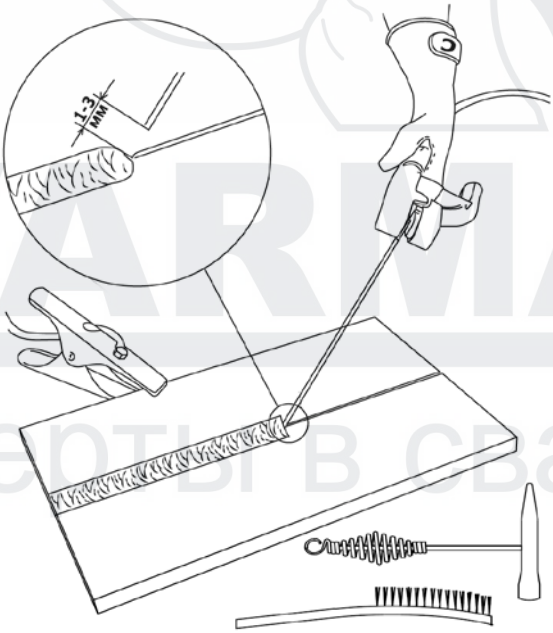

Рис. 10.2. Перед началом работы.
4. Начинайте сварочный процесс (См. рис. 10.2).
Перед началом работы не забудьте проверить следующее (См. рис. 10.2):